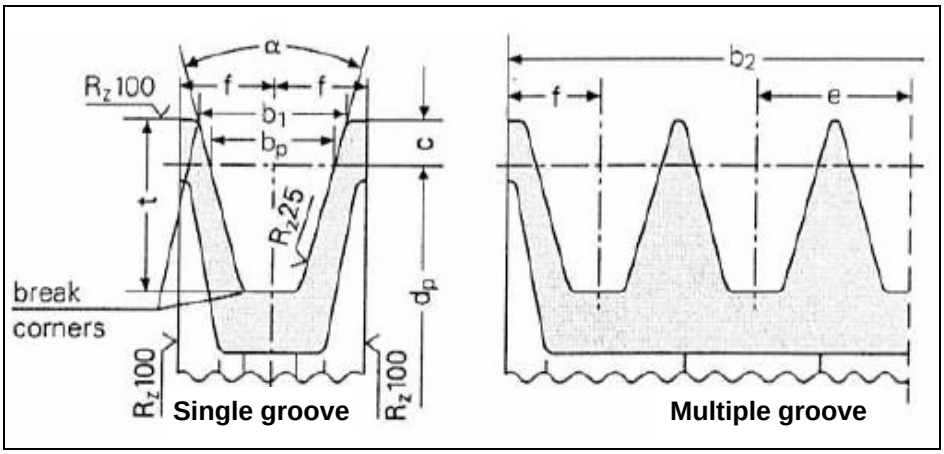

fig. 10
a) Use pulleys with v-belts with the size of the groove required/recommended by the manufacturer of belt used. In the absence of directions, follow fig.10 and the table in fig.11.